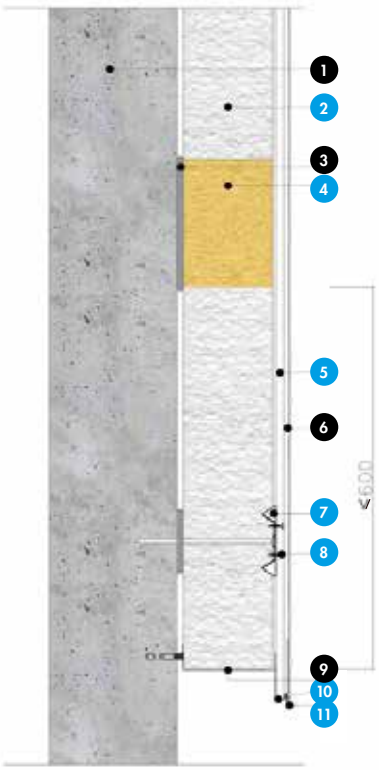

Fig. 3 : Traitement du pied de vêtage - Protection par Bande de Recoupement Knauf (SmartWall FireGuard)
**Nomenclature de la figure 3**